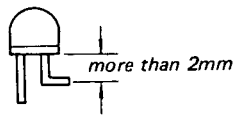

Fig. 2
3) When bending the lead terminals, be sure to bend the point 2 mm farther from the tube. At this time, fix the foot of the terminal with a round nose plier and be sure that no force is applied to the tube. If not, a crack may occur (Fig. 2).